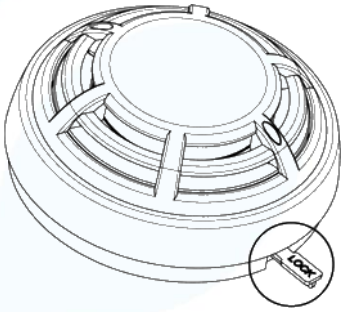

Fig.5
- If the sounder is locked to the base, to unlock it, insert first the key to the specified location (Fig. 5) and rotate the sounder counterclockwise;